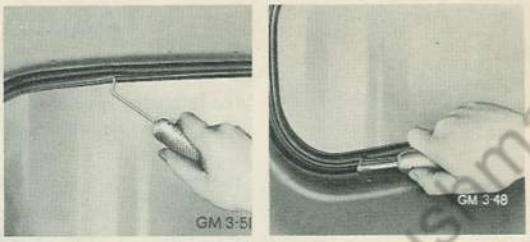

Fig. 15 Installing Rear Glass and Seal Insert Using Special Tools
6. Install glass in retainer seal, using special handle and hook (CS-1154-E). Rubber insert is not yet installed in retainer seal. Apply tool end in seal groove and move tool along edge of glass, Fig. 15. Outer lip of seal will be forced over glass.
7. Insert end of required length of rubber insert through special handle and loop (CS-1154-A). At point opposite retainer seal joint, push tool loop and end of insert into seal groove. Use hitching motion to spread seal groove and feed rubber insert into groove, Fig. 15, proceeding all the way around retainer seal. This method prevents excessive elongation of insert as it is fed into seal groove.